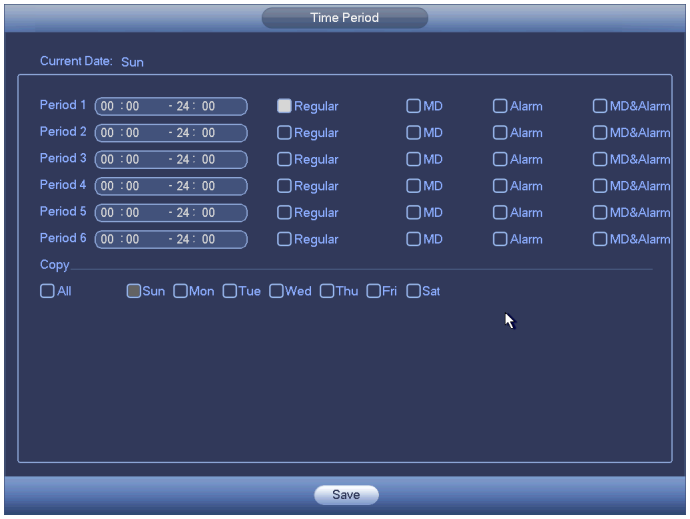

Figure 4-129
- Period setup: Click button after one date or a holiday, you can see an interface shown as in Figure 4-129.There are four record types: regular, motion detection (MD), Alarm, MD & alarm.